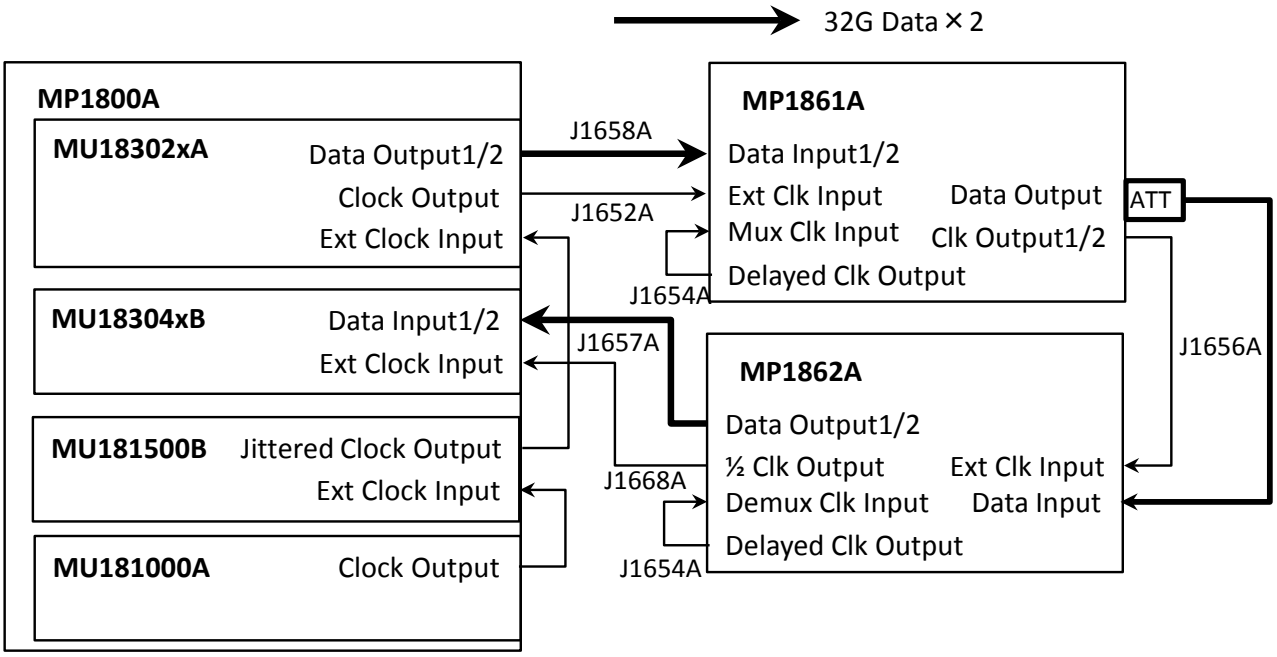

図5.1-1　エラーフリー確認接続図
5. 「図 5.1-1 エラーフリー確認接続図」に従って MP1861A, MP1862A, MP1800A, MU183020A, MU183040B, MU181000A, MU181500B を接続します。